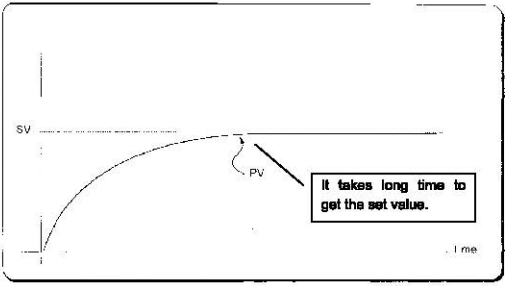

Fig. 7.4 The system response when a long integration time given
As shown in the expression, integral action can be made stronger or weaker by adjusting integration time (TI) in I action. That is, the more the integration time (the longer the integration time) as shown in Fig. 7.4, the less the quantity added to or subtracted from the MV and the longer the time needed for the PV to reach the SV.